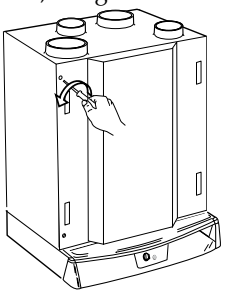

Figur 15. Öppning av aggregatluckan.
2. Öppna aggregatluckan, genom att lossa de två skruvarna på framsidan, se figur 15.